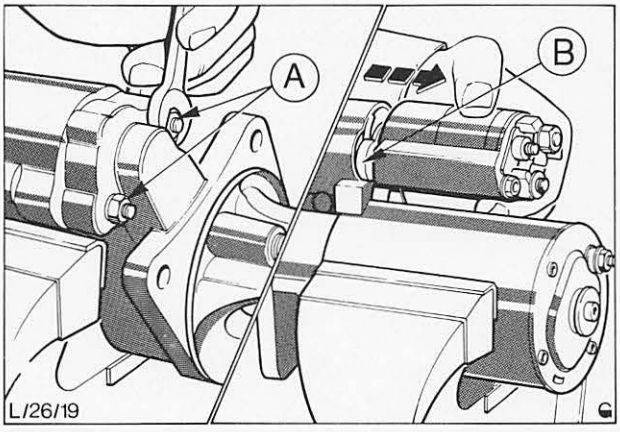

Abb. 17 Anker des Magnetschalters beim Abbau des Schalters von der Einrückgabel aushängen
3. Elektrische Verbindung zwischen Magnetschalter und Hauptanschlußstift am Anlasser nach Entfernen der beiden Muttern und Scheiben abbauen. Beide Haltemuttern und Scheiben des Magnetschalters abschrauben, Schalter vom Antriebslagerschild etwas zurückziehen, Abb. 17, dann von der Einrückgabel nach oben wegziehen, um den Schalteranker von der Gabel auszuhängen.